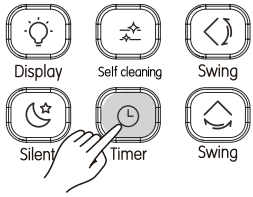

Рисунок 3.17
① Нажмите кнопку (см. Рисунок 3.17), на пульте ДУ отобразится значок таймера выключения, а в поле таймера появится «0.0H». Установите время выключения по таймеру.
② Нажмите для регулировки настроек таймера.
③ После завершения регулировки таймера информация подается на внутренний блок.
① Нажмите кнопку (см. Рисунок 3.17), на пульте ДУ отобразится значок таймера включения, а в поле таймера появится «0.0Н». Установите время включения по таймеру.